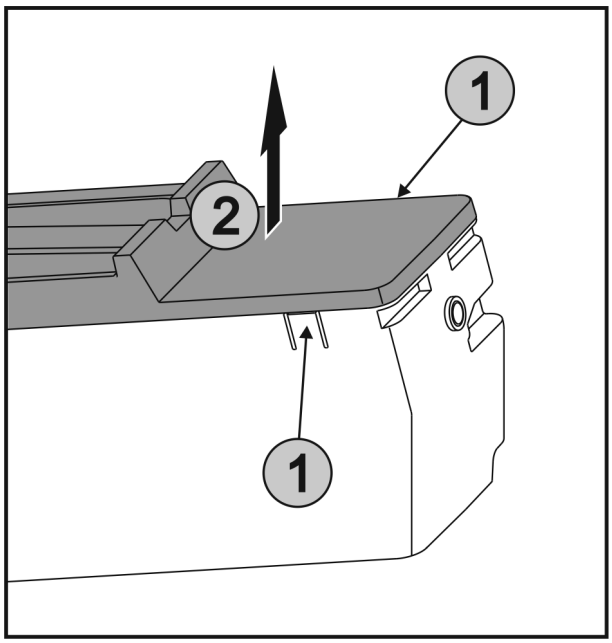

Fig. 68
▶ Press the lugs *Fig. 68 (1)* on both sides of the EasyTwist-Ice simultaneously and take off the cover *Fig. 68 (2)* upwards.